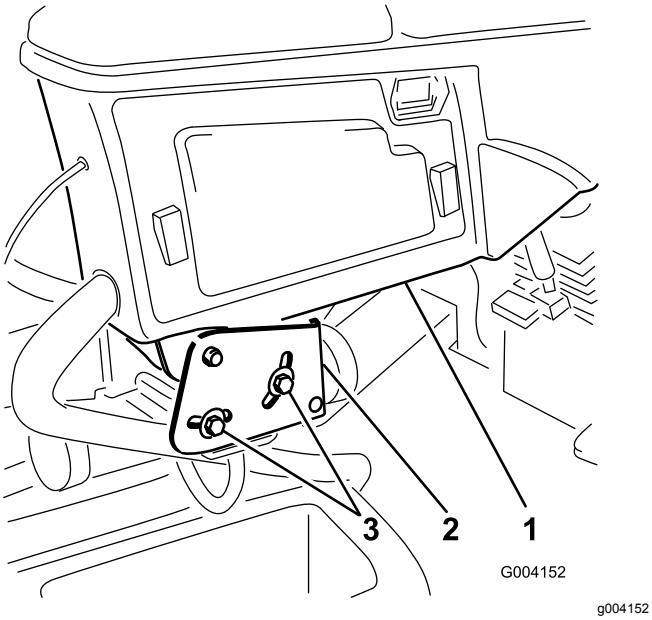

Figur 3
1. Løsn de to bolte, der fastgør styrearmen til holdebeslaget (Figur 3).